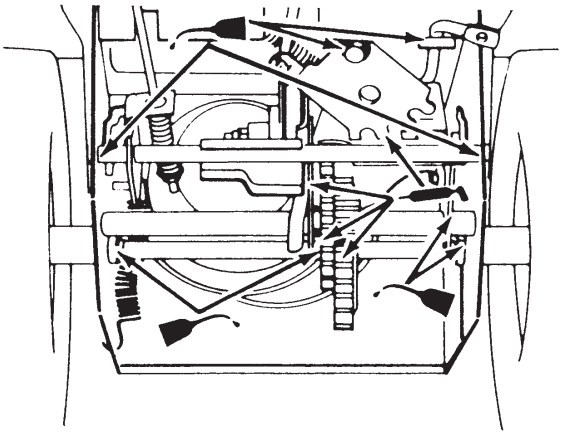

Figur 28
6. Smörj snöslungan lätt med tunn olja enligt figur 28.
8. Smörj snöslungan såsom framgår av figur 28.